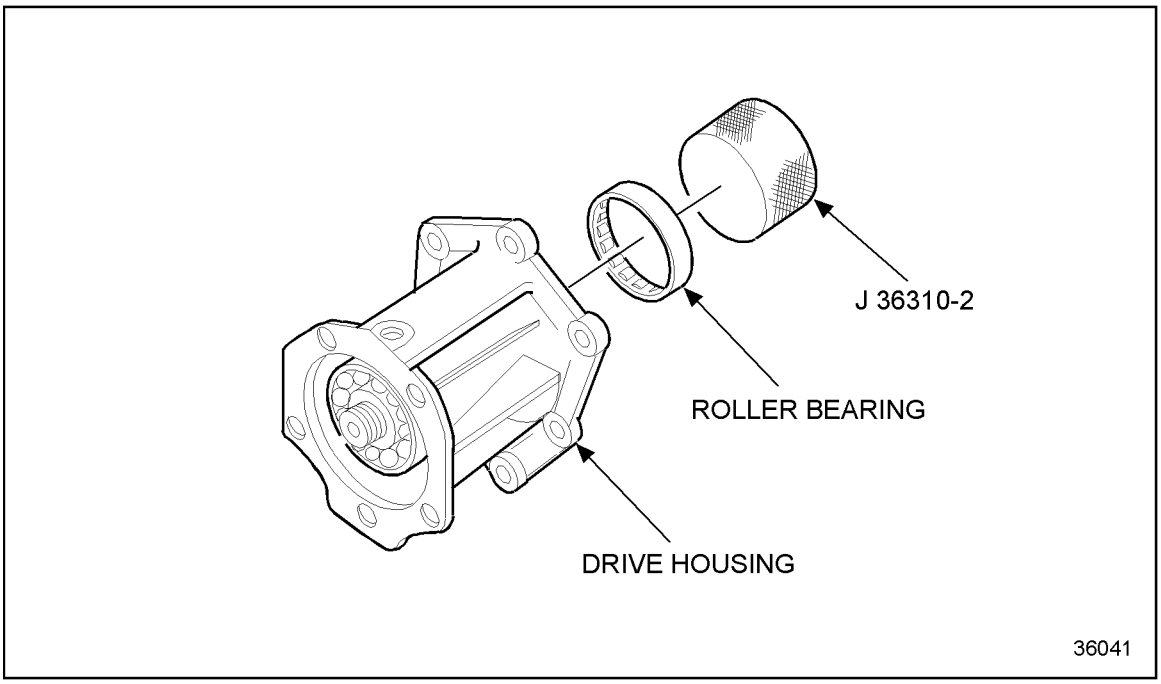

Figure 10-28 Roller Bearing Installation
3. Install the roller bearing in the air compressor drive housing using J 36310-2, part of J 36310–A . Ensure that the bearing is fully seated in the housing far enough for the snap ring to be installed. See Figure 10-28.